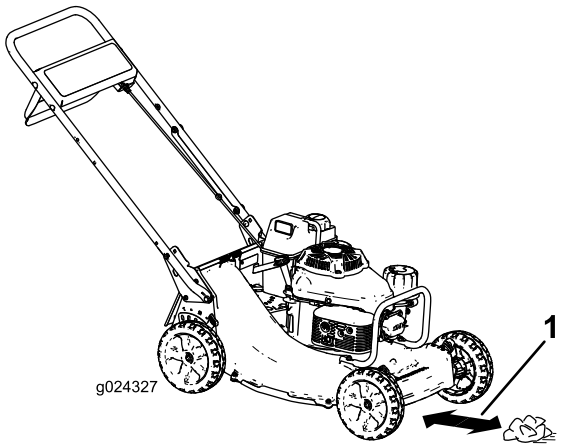

Figuur 18
4. Plaats de prop krantenpapier 13 cm vóór de maaimachine (Figuur 18).